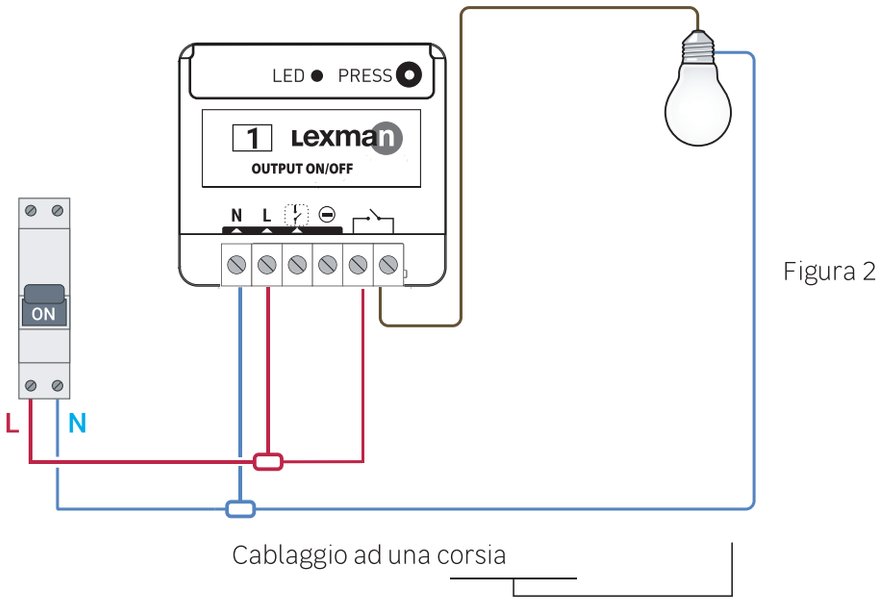

Figura 2
3. Passare il cavo sul ricevitore ON/OFF secondo lo schema (figura 2).